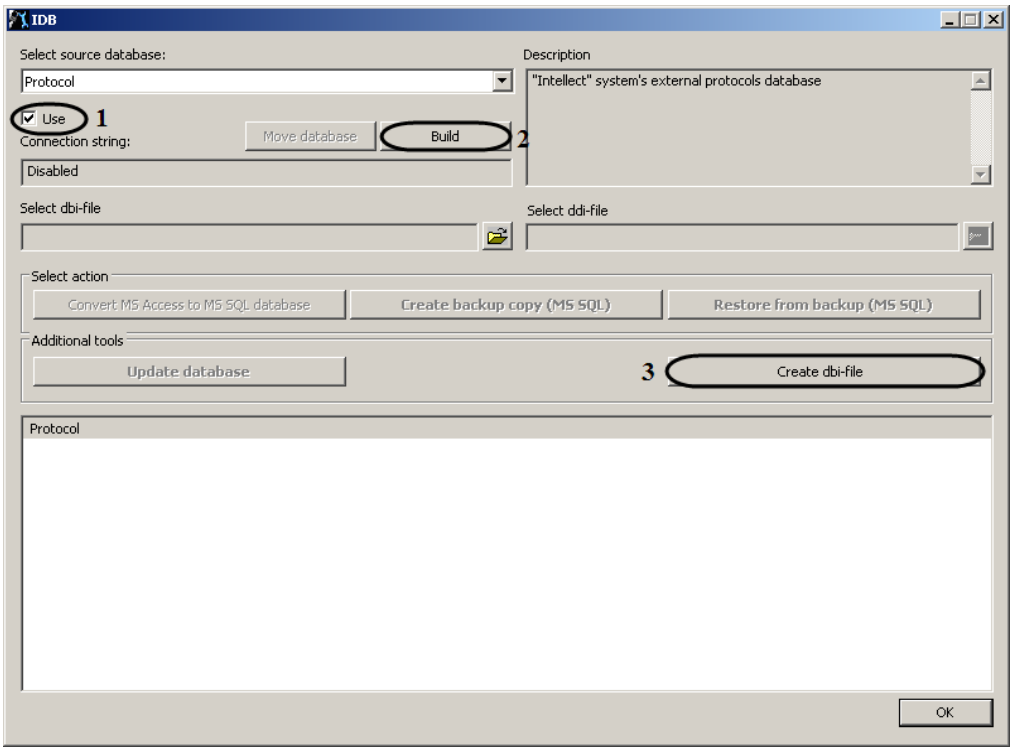

Figure 12.10-9 Configuring the “Protocol” database
3. To enable the "Protocol" database, set the "Use" checkbox (Figure 12.10-9, 1).
4. As a result the “Build” button becomes active (Figure 12.10-9, 2). To connect to the “Protocol” database, click the “Build” button.